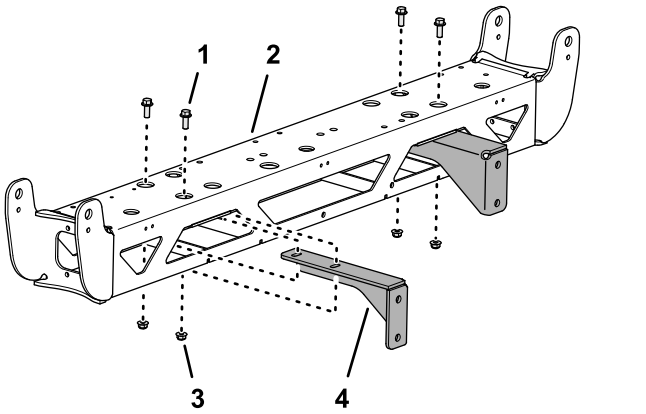

Figur 82
4. Fjern de to flenshodeskruene (⅜ x 1 tomme) og to flenslåsemutterne (⅜ tomme) som fester støttebraketten til den midtre bomseksjonen, og fjern braketten (Figur 82).
5. Gjenta trinn 4 på den andre støttebraketten (Figur 82).